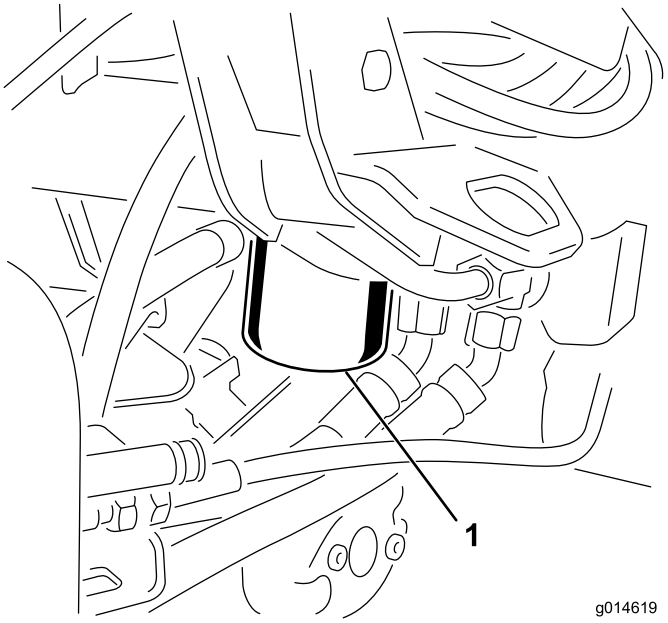

Figuur 52
1. Reinig de omgeving van de plaats waar het filter wordt gemonteerd (Figuur 52). Plaats een opvangbak onder het filter en verwijder het filter.